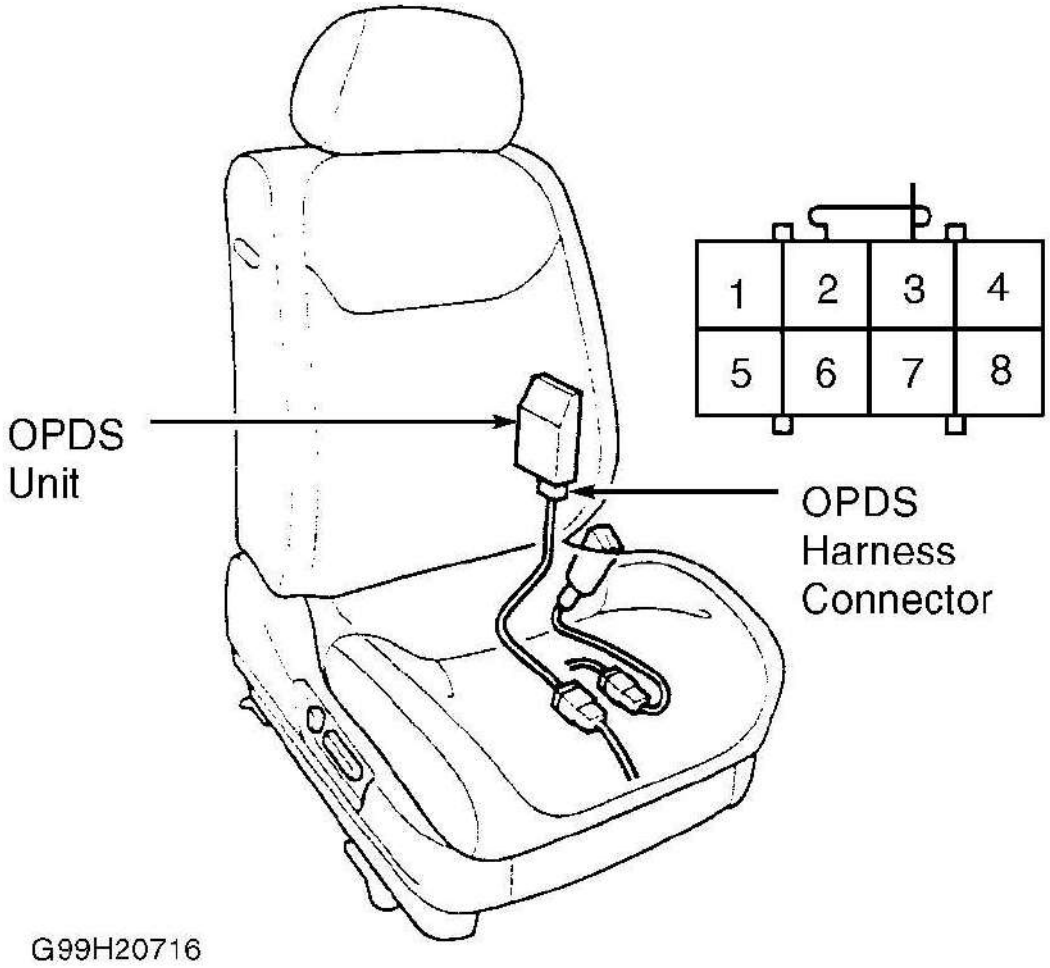

Fig. 33: Identifying OPDS Unit Connector Terminals
3. Disconnect OPDS unit wire harness 8-pin connector from OPDS unit. See **Fig. 33** . Turn ignition on. Measure voltage between OPDS unit wire harness 8-pin connector terminal No. 4 (Yellow/Green wire) and ground. If battery voltage exists, go to step 7 . If battery voltage does not exist, go to next step.
6. Replace fuse No. 7 (7.5-amp) in under-dash fuse/relay box. Disconnect OPDS unit wire harness 8-pin connector from OPDS unit. See **Fig. 33** . Turn ignition on for 30 seconds, then turn ignition off. Check fuse No. 7. If fuse is okay, replace OPDS unit. If fuse is blown, check for short to ground in fuse No. 7 (7.5-amp) circuit (Yellow/Green wire). Repair as necessary. See **WIRING DIAGRAMS** .
7. Turn ignition off. Measure resistance between OPDS unit wire harness 8-pin connector terminal No. 8 and ground. See **Fig. 33** . If resistance is one ohm or less, go to next step. If resistance is more than one ohm, check for open in OPDS unit harness. If OPDS unit harness is okay, replace right side wire harness.
harness 8-pin connector terminal No. 7. See **Fig. 22** & **Fig. 33** . If resistance is one ohm or less, go to next step. If resistance is more than one ohm, check for open in left floor harness, side wire harness or OPDS unit harness. Replace harnesses as necessary.
4. Disconnect OPDS unit wire harness 8-pin connector from OPDS unit. See **Fig. 33** . Turn ignition on. Measure voltage between OPDS unit wire harness 8-pin connector terminal No. 3 and ground. If battery voltage exists, go to next step. If battery voltage does not exist, go to step 8 .
5. Turn ignition off. Disconnect instrument panel wire harness 14-pin connector from instrument cluster. Turn ignition on. Measure voltage between OPDS unit wire harness 8-pin connector terminal No. 3 and ground. See **Fig. 33** . If voltage is more than 0.5 volt, go to next step. If voltage is 0.5 volt or less, replace OPDS unit.
11. Disconnect OPDS unit wire harness 8-pin connector from OPDS unit. See **Fig. 33** . Turn ignition on. If side air bag indicator comes on, go to next step. If side air bag indicator does not come on, replace OPDS unit.
Before proceeding, see **AIR BAG SAFETY PRECAUTIONS** . Check connection between OPDS sensor harness connector and OPDS unit connector. See **Fig. 33** . If connection is faulty, reconnect or replace OPDS sensor harness. If connections are okay, replace OPDS sensor. If problem persists, replace OPDS unit and/or SRS unit. See **SRS UNIT** under REMOVAL & INSTALLATION.